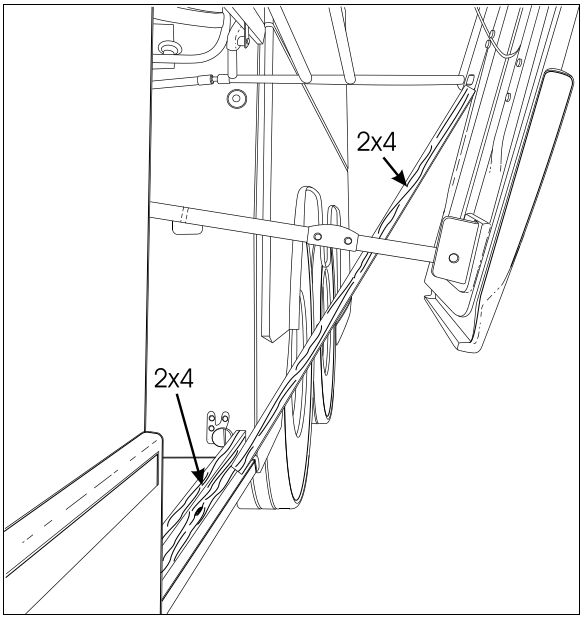

FIGURE 58: PANTOGRAPH ADJUSTMENT 18319
3. Install another piece of 2x4 between the first piece and the bottom of the pivot of the lowest (or shortest) pantograph arm, (Figure 58).